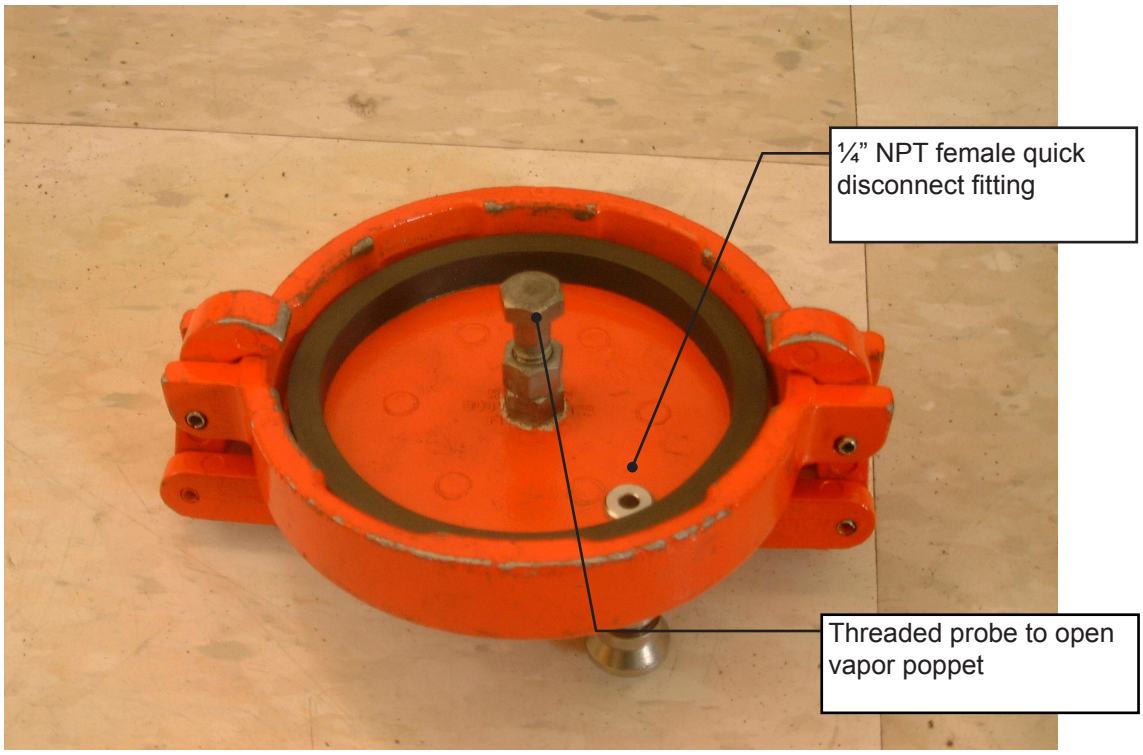

FIGURE 10-1b
5.1.3 Use “Tygon tubing” or equivalent to connect the manometer to the dust cap (Figure 10-1b). Install a male quick connect fitting (Swagelok part number SS-QC4-5-400 or equivalent can be used) on one end of a ferrule stainless steel tube (or equivalent material). Connect one end of the “Tygon tubing” to the stainless steel tube and connect the other end to the digital manometer (Figure 10-1b).
9.1 Attach the dust cap or vapor coupler test assembly to the vapor adaptor (Figure 10-1b).